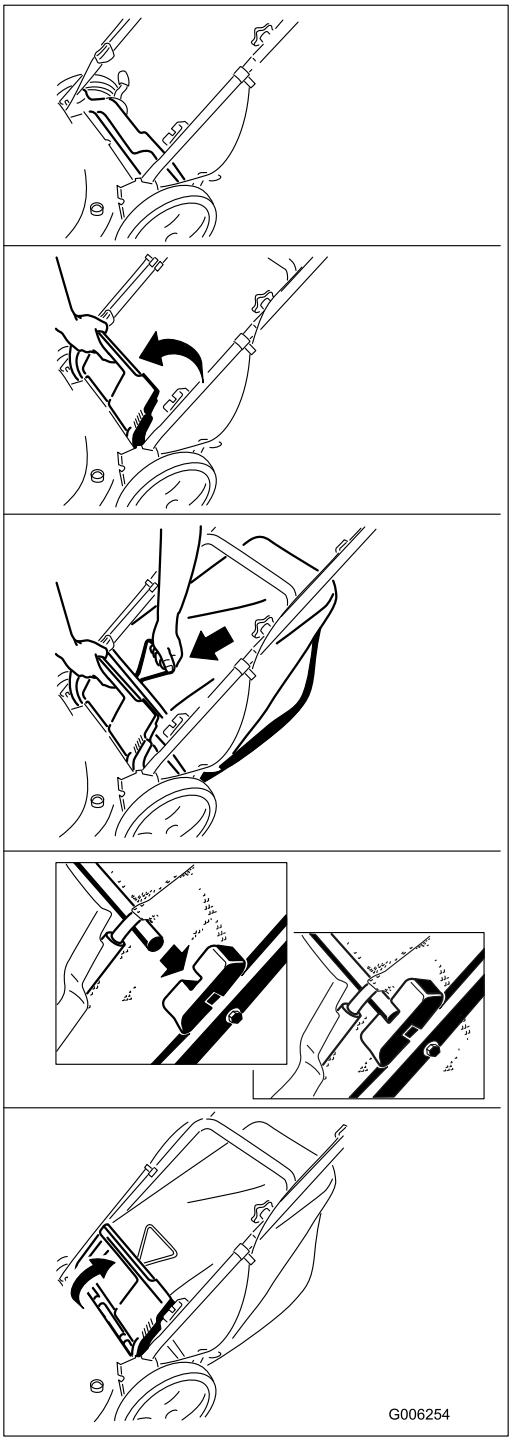

Bild 22
2. Montieren Sie den Fangkorb (Bild 22).